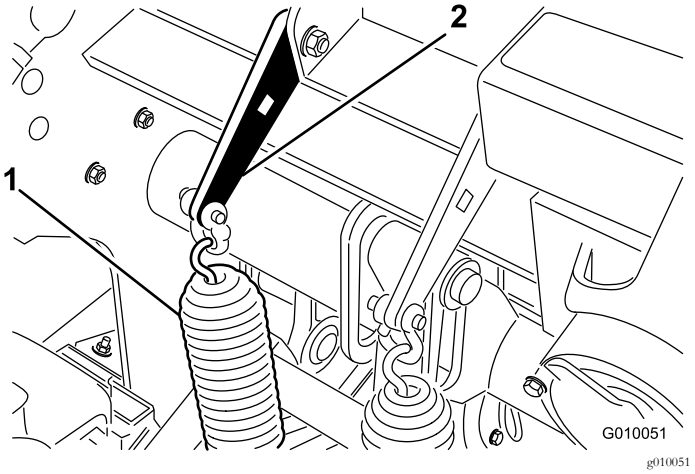

Figur 36
2. Løsn de bræddeboltmøtrikker, der holder fjederbeslagene på kernehovedet (Figur 36). De må ikke fjernes.